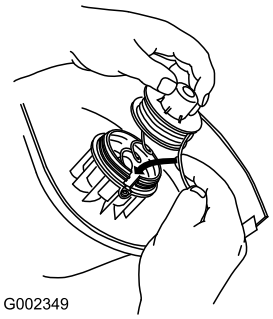

Figure 15
1. Saisissez le fil et la bobine, et introduisez la bobine dans la tête de coupe et le fil dans l'œillet (Figure 15).